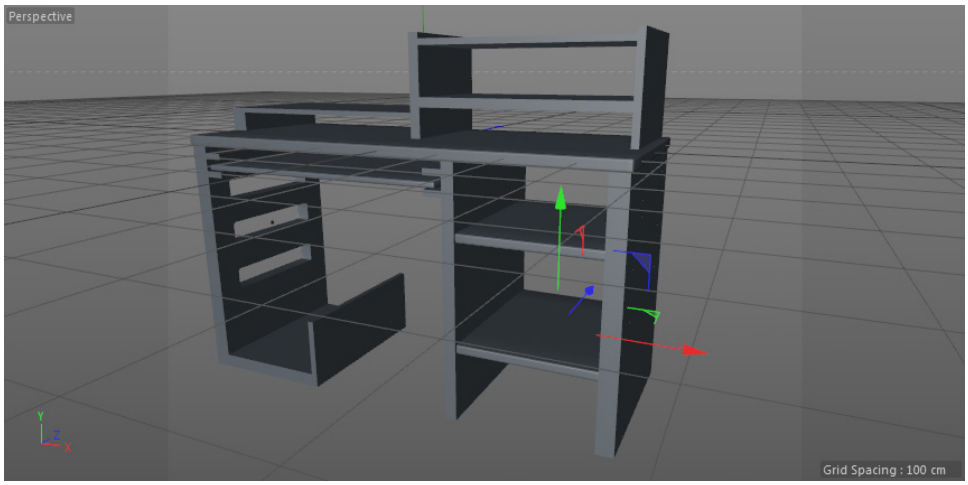

Figure 3-115 *Shelf1.1 positioned in the Perspective viewport*
6. Make sure the *Shelf1.1* object is selected in the Object Manager. In the Attribute Manager, make sure the **Coord** button is chosen. In the **Coordinates** area, enter **-291.892** in the **P . Y** spinner; the *Shelf1.1* object is positioned in the Perspective viewport, as shown in Figure 3-115.